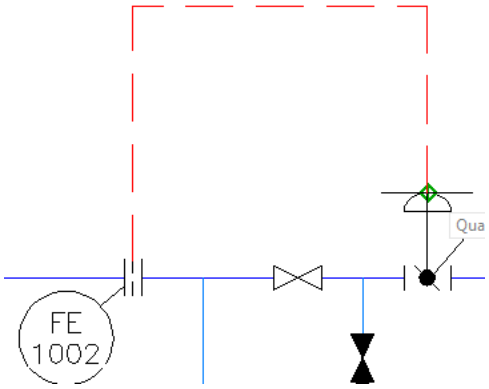

Figure 2-73 *Specifying the endpoint of the electric signal line*
8. Next, move the cursor downward and specify the endpoint on the control valve, refer to Figure 2-73.